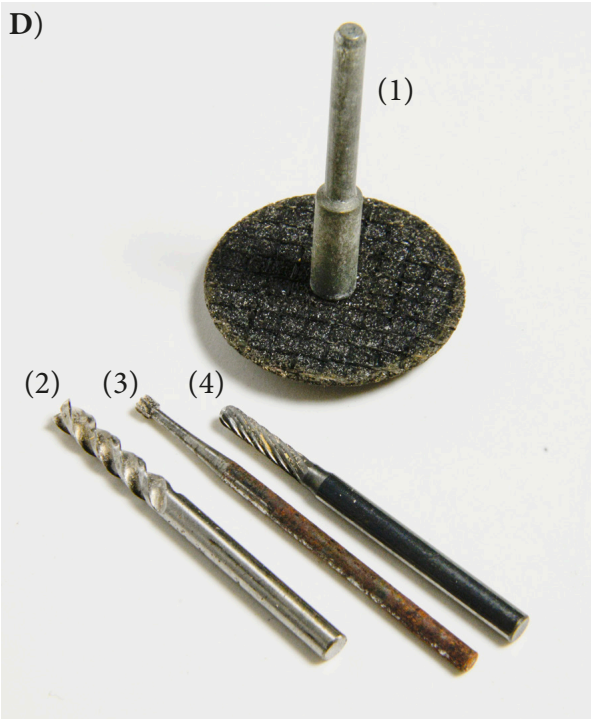
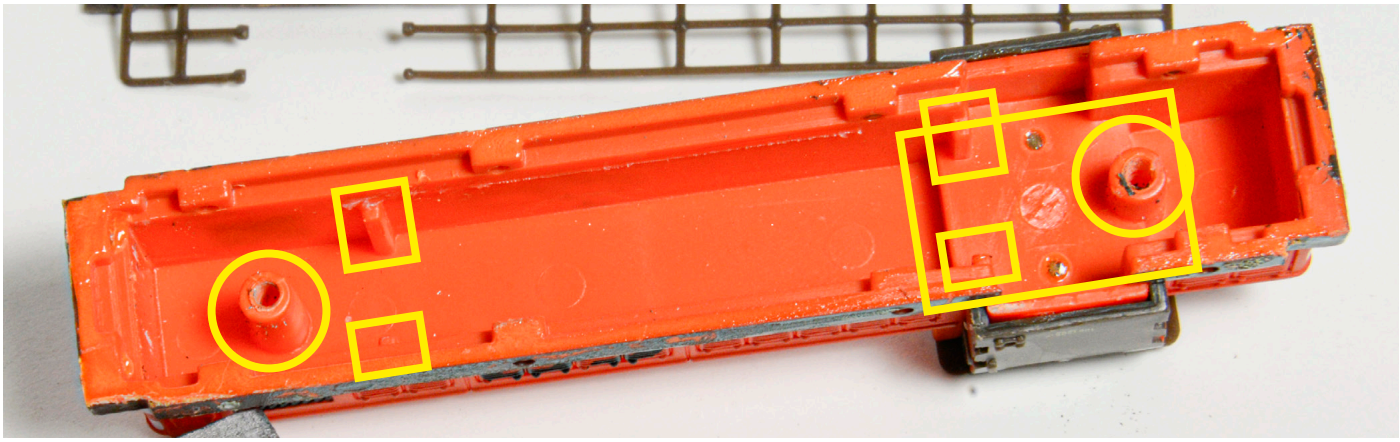

Figura 3.
Figura 14. As partes assinaladas na imagem devem ser removidas com uma fresa.
Com a ajuda da Dremel e da fresa (2), assinalada na figura 3 D), retirar (fresar) todas as partes assinaladas na figura 14. A carroceria só entrará totalmente no chassis quando estas partes forem desbastadas. Na zona da cabine retirar toda a parte saliente até a carroceria ficar lisa.
Após terem sido retiradas todas as partes mencionadas na figura 14 verificar se a carroceria encaixa no chassis. Fazer ajustes se necessário.
Com a ajuda da broca para furação em plástico, mostrada na figura 3 B), vazar toda a zona do farol. Abrir ligeiramente o buraco no lado interior. Testar o modelo para ver se a luz se vê bem embora que muito intensa.